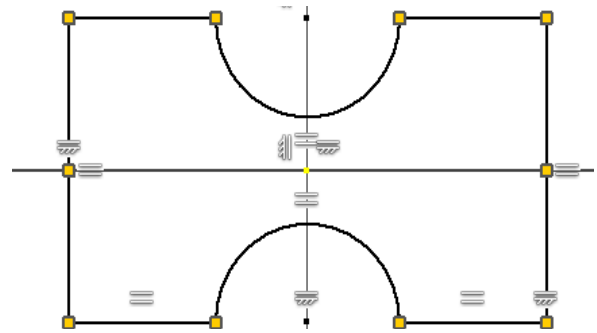

Figure 18-29 *Sketch after adding required constraints*
1. Draw the sketch for the model by using the sketching tools. Add required constraints to it. The sketch after adding the constraints is shown in Figure 18-29.